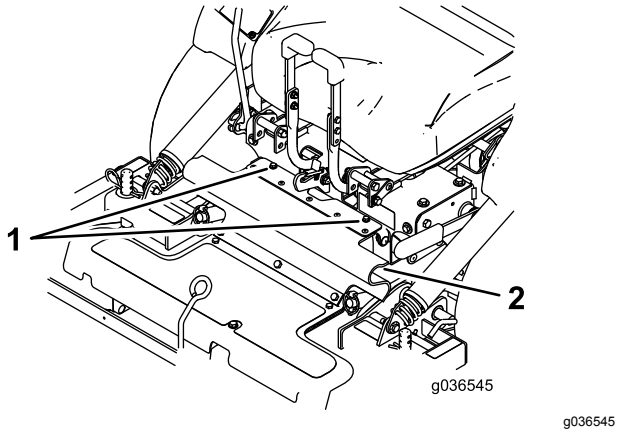

Figur 80
8. Lossa gummiskyddets skruvar (Figur 80).
8. Rikta in gummiskyddets övre del och fäst med de medföljande skruvarna (Figur 80).